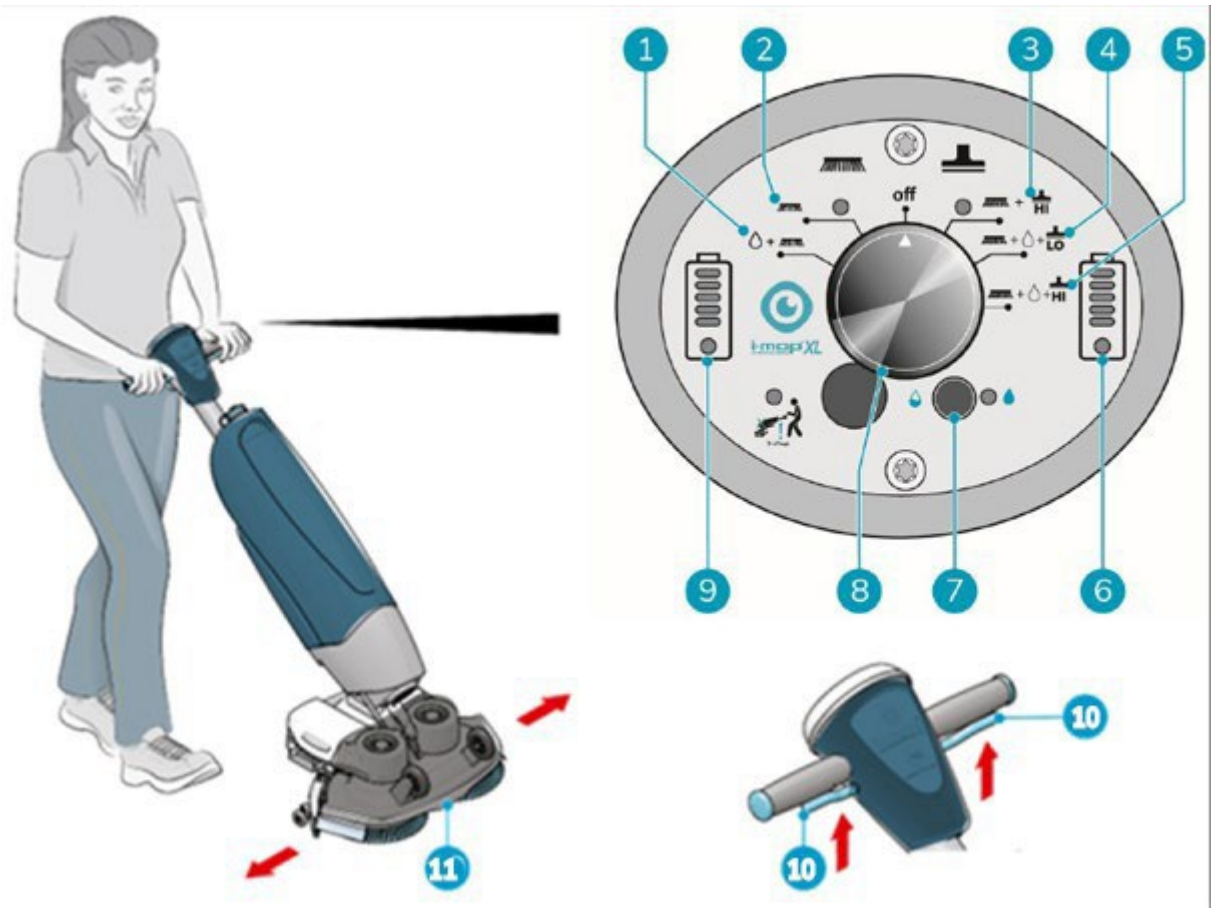

Figure 18
4. Stand behind the i-mop® XL . Choose your cleaning mode via the main switch (Figure 18, pos. 7). This will also turn on the i-mop XL . You can select the options independently or combined.
- MODE 1: Brush + water/cleaning solution (Figure 18, pos. 1).
- MODE 2: Brush only (Figure 18, pos. 2).
- MODE 3: Brush + vacuum (Figure 18, pos. 3).
- MODE 4: Brush + water/cleaning solution + Lo vacuum (Figure 18, pos. 4).
- MODE 4: Brush + water/cleaning solution + Hi vacuum (Figure 18, pos. 5).
6. Squeeze the trigger on the handle (Figure 18, pos. 10). This will also start the i-mop® XL.
9. Steer by gently turning the handle left or right to move the scrub deck (Figure 18, pos. 11).
10. Releasing the trigger (Figure 18, pos. 10) will immediately stop the i-mop XL . The vacuum motor will stop after 3 seconds.